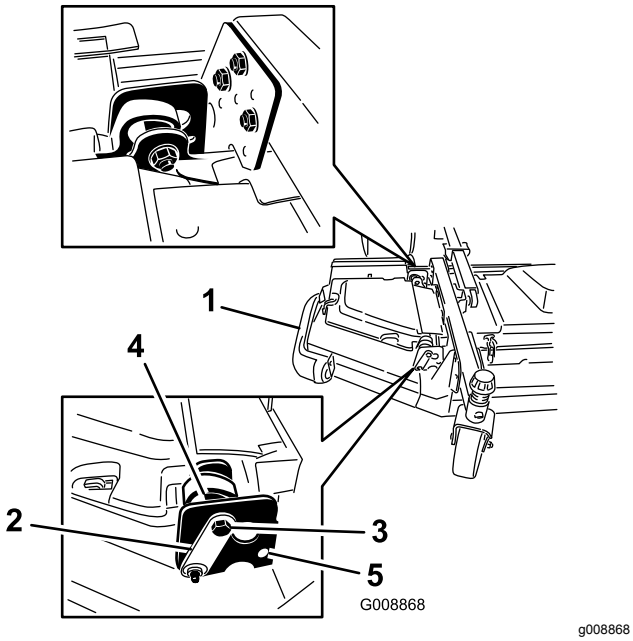

**Figur 7**
2. Lossa de skruvar och muttrar som håller fast de två excentriska distansbrickorna på vingfenorna (Figur 7).
4. Rotera den bakre excenterbrickan (som sitter närmast traktorenheten) tills den yttre knivspetsen är cirka 3 mm högre än den önskade klipphöjden (Figur 7).